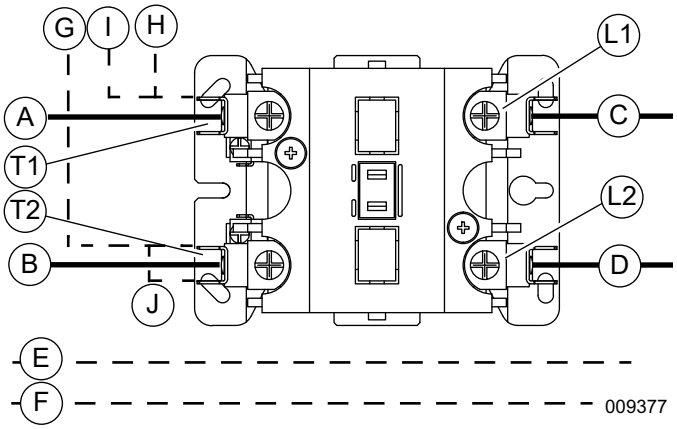

Figure 3-2. Wiring Diagram
4. See ***Figure 3-2***. Connect line supply wiring (A, B) to line side of SMM contactor field terminals. Tighten field terminals to 60 **in-lbs** (6.8 Nm).